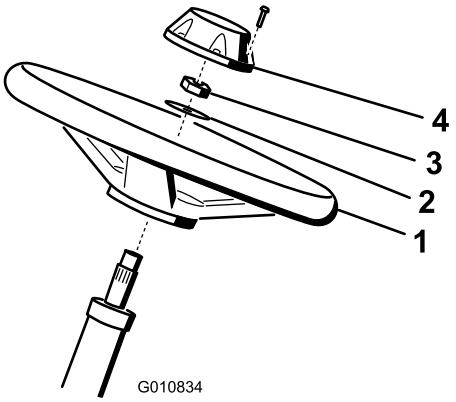

**Figur 3**
1. Sæt rattet på ratstammen (Figur 3).
2. Sæt spændeskiven på ratstammen (Figur 3).
3. Fastgør rattet til akslen med en kontramøtrik og spænd den til 27-35 N·m (Figur 3).
4. Sæt hætten på rattet og fastgør den med en skrue (Figur 3).